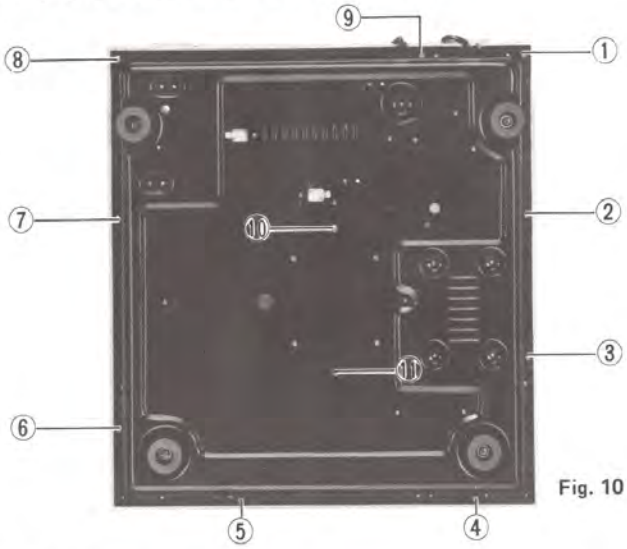

Fig. 10
3. Turn the rear side out and remove screws ① – ⑪ shown in Fig. 10.